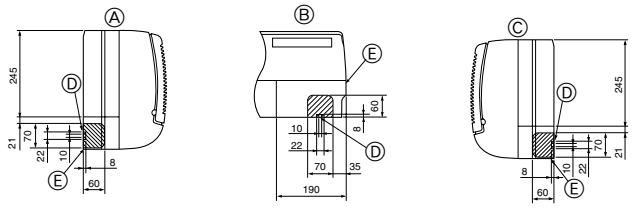

Fig. 4-3
② Déterminer la position des orifices à dégager sur le corps de l'appareil. (Fig. 4-3)